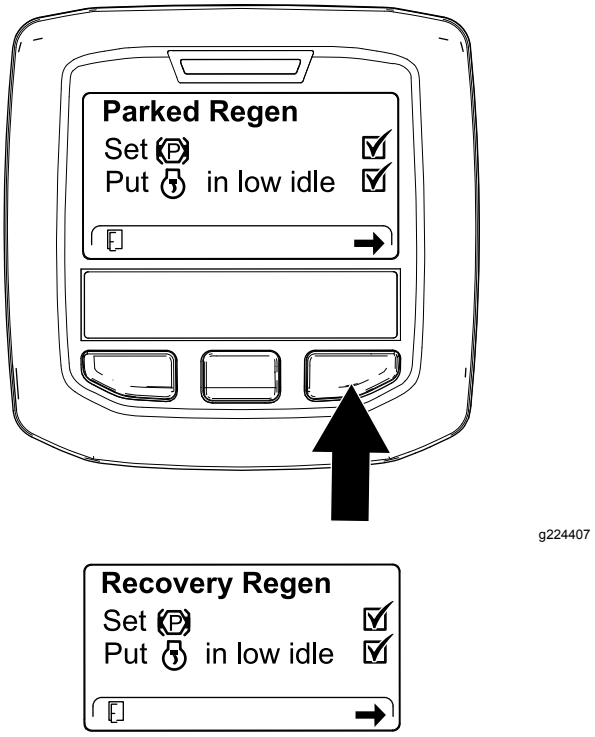

Figur 57
3. Kontrollera att parkeringsbromsen är inkopplad och att motorvarvtalet är inställt på låg tomgång via skärmen för kontrollistan för dieselpartikelfiltret (Figur 57).